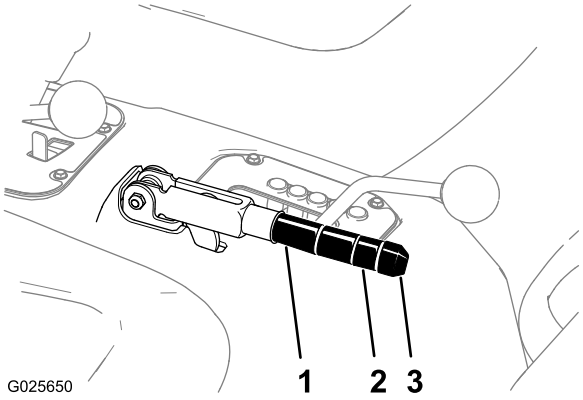

Figur 80
2. Løsn sætskruen, der fastgør skruen til parkeringsbremsehåndtaget (Figur 80).
3. Drej grebet (Figur 80), indtil der kræves en kraft på 20 til 22 kg for at aktivere håndtaget.
4. Tilspænd sætskruen, når du er færdig (Figur 80).